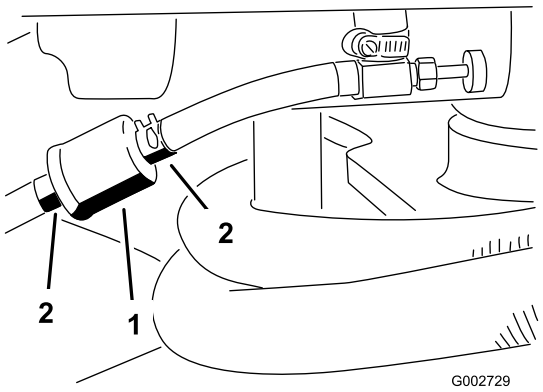

**Figur 29**
1. Stäng bränslekranen, lossa slangklämman på filtrets förgasarsida och ta bort bränsleledningen från filtret (Figur 29).